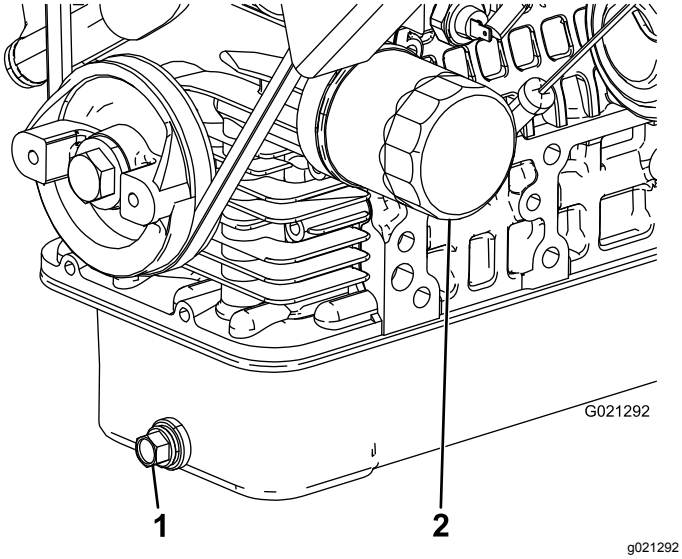

Rysunek 37
2. Odkręć korek spustowy i poczekaj, aż olej ścieknie do naczynia do spuszczania oleju (Rysunek 37).
4. Wyjmij filtr oleju (Rysunek 37).